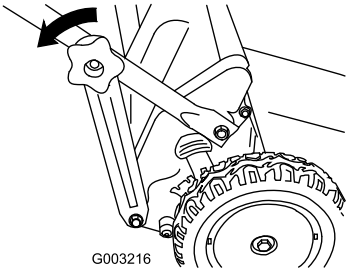

Figur 13
1. Fjern de nedre håndtaksknottene som fester håndtaksbraketten til den nedre håndtaksendene (Figur 13).